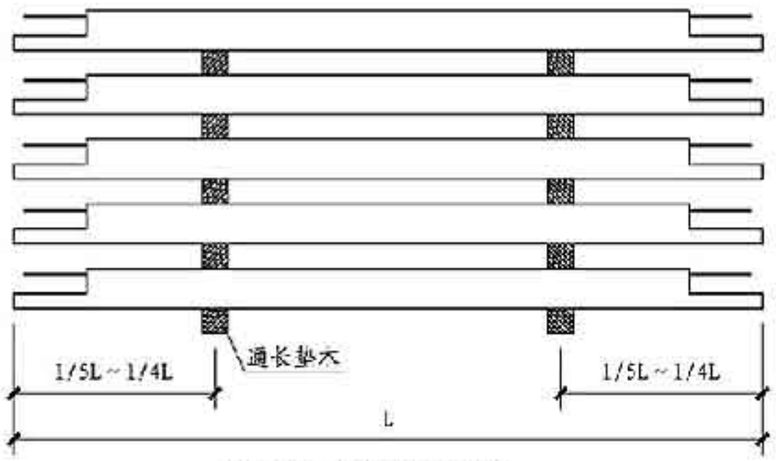

图2 女儿墙堆放示意图
6.4.3 预制女儿墙可采用平放方式，在堆置预制女儿墙时，板下部两端垫置100mm×100mm垫木，垫木放置位置在1/5L～1/4L（L为预制板总长度）。层与层之间应垫平、垫实，各层支垫应上下对齐，不同板号应分别堆放，堆放高度不应大于5层。堆放方式见图2。